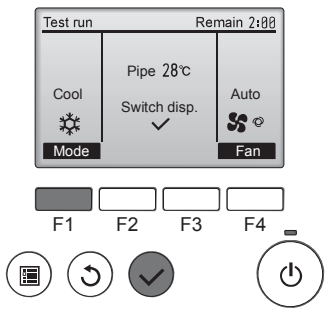

Fig. 8-3
① Tryk på knappen [F1] for at ændre driftstilstand. (Fig. 8-3)